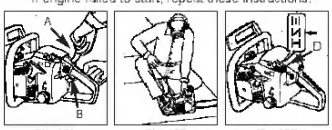

Fig. 10A Fig. 10B Fig. 10C
squeeze throttle trigger (B) release trigger and then the latch (Fig. 10A).